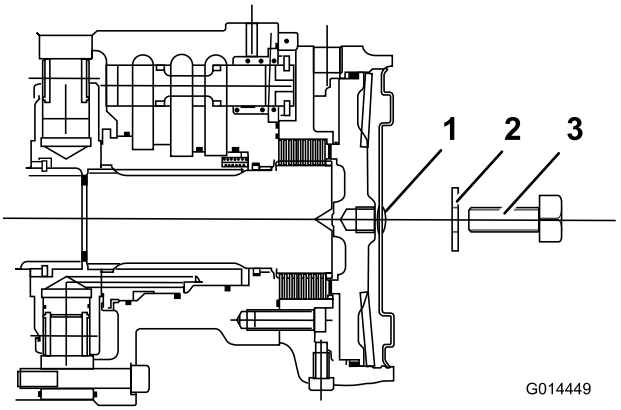

Figuur 52
4. Steek een M12 x 40 mm lange stelschroef met ring in het gat in het midden van de zijkant van de motor (Figuur 52).
5. Draai de stelschroef vast in het draadgat in de remzuiger totdat de rem is uitgezet (Figuur 52).
6. Ga naar de remschijf op de linker voorwielmotor en herhaal bovenstaande procedure (Figuur 52).